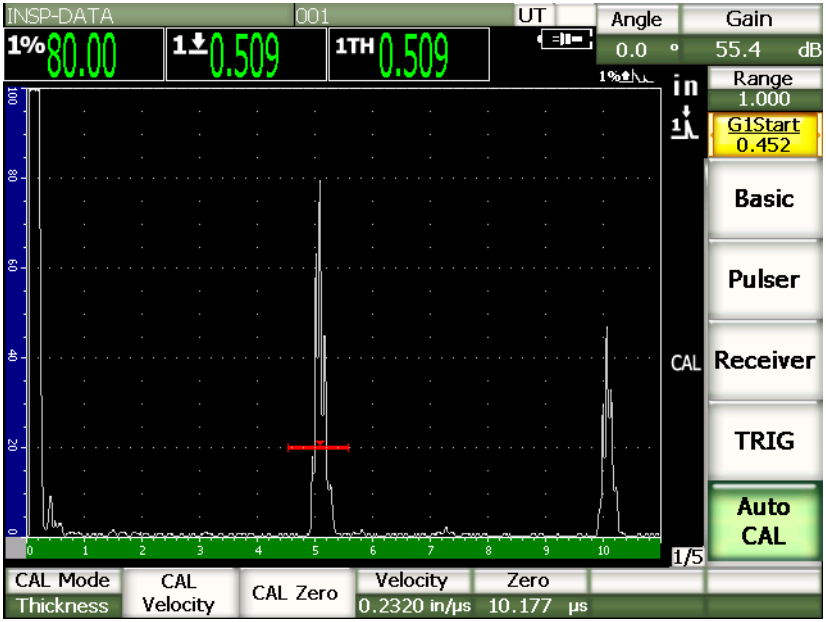

Figure 9-6 The second gated calibration signal
11. Adjust the value to match the known thickness of the gated indication (for this example, 0.100 in. [2.600 mm]), and then press **[CHECK]** to continue to the second calibration step (see Figure 9-6 on page 158).